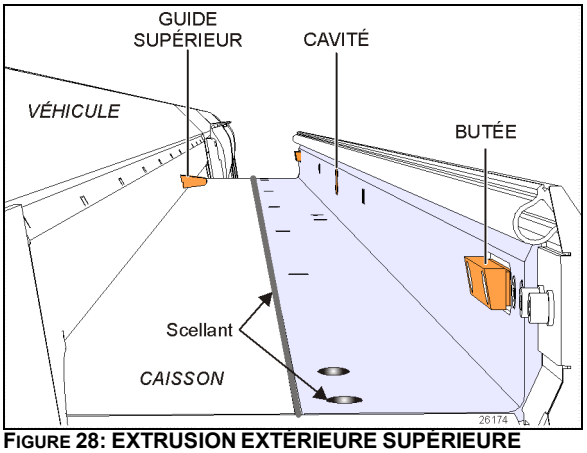

FIGURE 28: EXTRUSION EXTÉRIEURE SUPÉRIEURE
2. Tourner le commutateur d'allumage du véhicule à OFF. En suivant la procédure de contournement manuel (paragraphe 5), sortir la rallonge coulissante de quelques pouces afin que les vis de l'extrusion extérieure placées sur le haut de la rallonge coulissante soient accessibles de l'extérieur (Figure 28).
4. En utilisant un couteau, couper le produit d'étanchéité entre l'extrusion supérieure et le toit (Figure 28). Ensuite, dévisser et démonter les vis de l'extrusion extérieure centrale et les deux vis des deux extrusions d'extrémité.
Utiliser un couteau pour couper le scellant entre l'extrusion supérieure et le toit. (Figure 28)
10. Après avoir terminé, suivre la procédure de contournement manuel pour sortir la rallonge coulissante afin de réinstaller l'extrusion extérieure. Appliquer un scellant adéquat sur les vis de l'extrusion extérieure et entre l'extrusion, le toit et les bords pour prévenir l'infiltration d'eau (Figure 28)